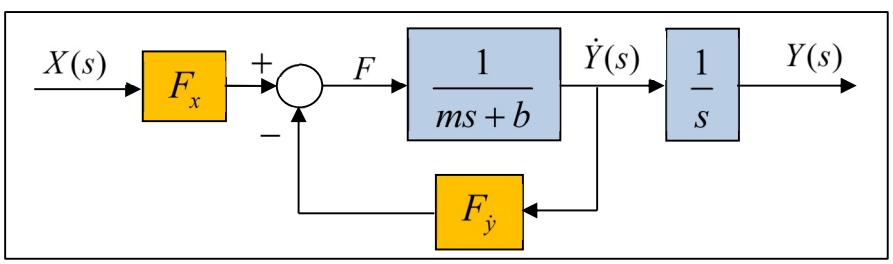
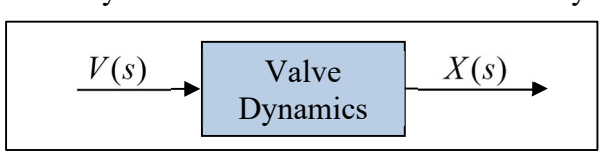

Fig. 2. Block diagram representation of Eq. (3)
Fig. 3. Input/output of Valve Dynamics
The symbols F_x and $F_{\dot{y}}$ represent the constant multipliers of x and $\dot{y}$ in the expression of the total hydraulic pressure force F. Eq. (3) can be represented by the block diagram in Fig. 2.
If ***valve dynamics*** is ***included*** in the model, a block needs to be added to the left side of Fig. 2. As shown in Fig. 3, the input to that block is the ***voltage command*** sent to the valve, and the output is the ***valve spool position***. It is not uncommon to model the valve dynamics as a ***second*** or ***third order*** system.